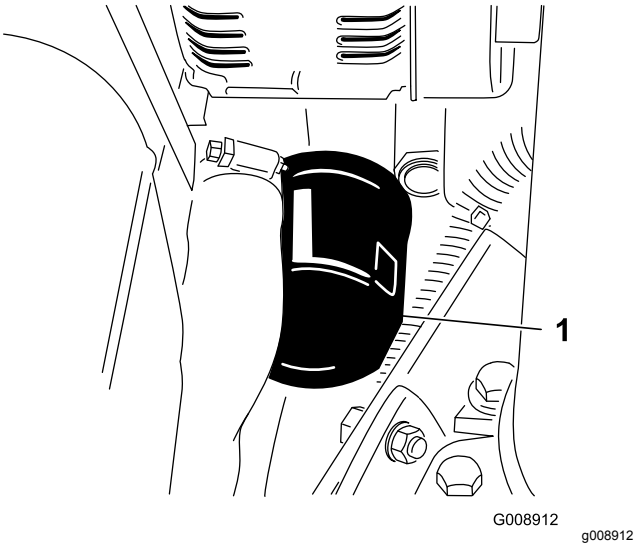

Figur 36
3. Fjern oliefilteret (Figur 36).